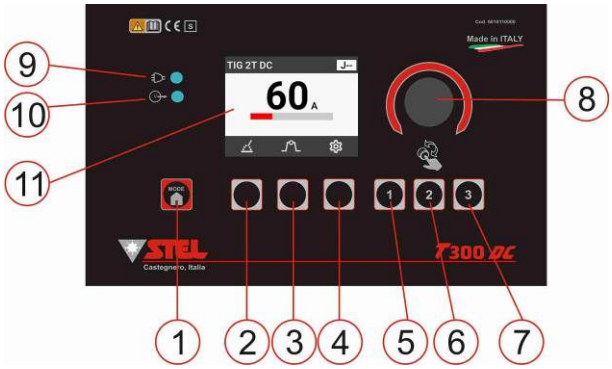

Fig.1
- Premere il pulsante MODE/HOME (Fig.1,rif.1);
-Ruotare l'encoder (Fig.1,rif.8) e selezionare STICK ;
- Premere l'encoder (Fig.1,rif.8) per confermare la scelta del processo di saldatura;
1) Premere il pulsante (Fig.1, rif.2)
2) Selezionare la funzione Manual tramite l'encoder (Fig.1,rif.8).
3) Per confermare la scelta premere l'encoder (Fig.1,rif.8).
2) Selezionare la funzione EASY SET tramite l'encoder (Fig.1,rif.8).
3) Per confermare la funzione selezionata premere l'encoder (Fig.1,rif.8).
5) Per confermare la funzione selezionata premere l'encoder (Fig.1,rif.8).
6) Selezionare il tipo di elettrodo tramite l'encoder (Fig.1,rif.8);
7) Per confermare premere l'encoder (Fig.1,rif.8).
8) Selezionare il diametro dell'elettrodo tramite l'encoder (Fig.1,rif.8).
9) Per confermare la scelta premere l'encoder (Fig.1,rif.8).
1) Per entrare nel menù delle impostazioni premere il pulsante (Fig.1,rif.3).
2) Selezionare la funzione da modificare tramite l'encoder (Fig.1,rif.8)
3) Per modificare il valore della funzione scelta premere l'encoder (Fig.1,rif.8) e ruotare l'encoder;
1) Premere il pulsante (Fig.1,rif.3) per accedere al menu STICK SETTINGS.
2) Selezionare la funzione VRD 18V ruotando l'encoder (Fig.1,rif.8).
3) Premere l'encoder (Fig.1,rif.8) e successivamente ruotarlo per attivare il VRD (ON).
4) Premere il pulsante MODE/HOME (Fig.1,rif.1) per tornare alla schermata principale
2) Qui è possibile regolare la frequenza di pulsazione da 0,4 a 5 Hz, ruotando l'encoder (Fig.1,rif.8) ;
3) Premere l'encoder (Fig.1,rif.8) per passare alla schermata di regolazione del DUTY CYCLE ;
4) Ruotare l'encoder (Fig.1,rif.8) per modificare il valore del Duty Cycle;
5) Premere l'encoder (Fig.1,rif.8) per passare alla schermata di regolazione della CORRENTE DI BASE ;
6) Ruotare l'encoder (Fig.1,rif.8) per modificare il valore della corrente di base;
7) Premere il pulsante MODE/HOME (Fig.1,rif. 1) per tornare alla schermata principale;
-Ruotare l'encoder (Fig.1,rif.8) e selezionare una modalità di saldatura ;
1) Premere il pulsante (Fig.1,rif.2).
2) Selezionare il tipo di processo tramite l'encoder (Fig.1,rif.8)
3) Premere l'encoder (Fig.1,rif.8) per andare alla pagina successiva;